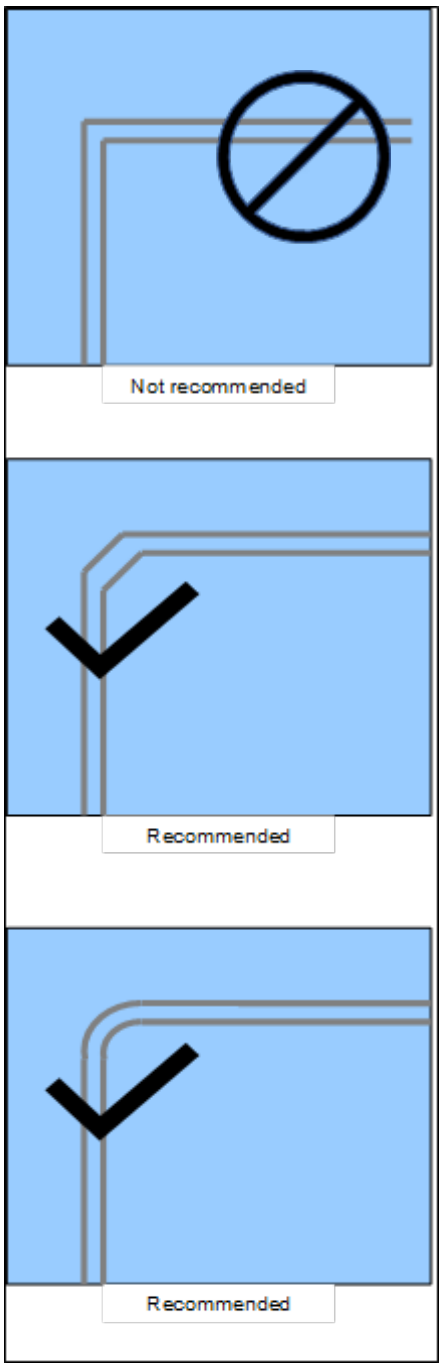

**Figure 44　USB 信号線の曲り**
- USB 信号ラインは、できるだけ屈曲させないようにします。直角に曲げないでください。必要に応じて、Figure 44 に示すように、45 度または円弧 (曲線) で曲げてください。